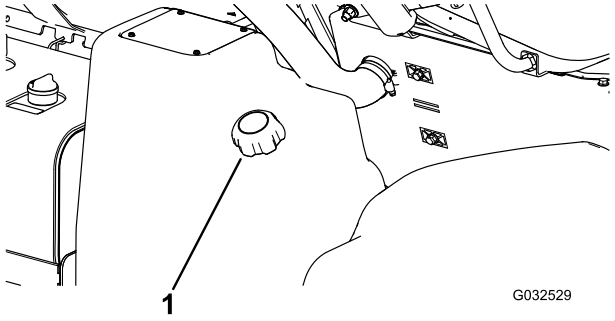

Figuur 15
2. Maak de omgeving van de dop van de brandstoftank schoon (Figuur 15).